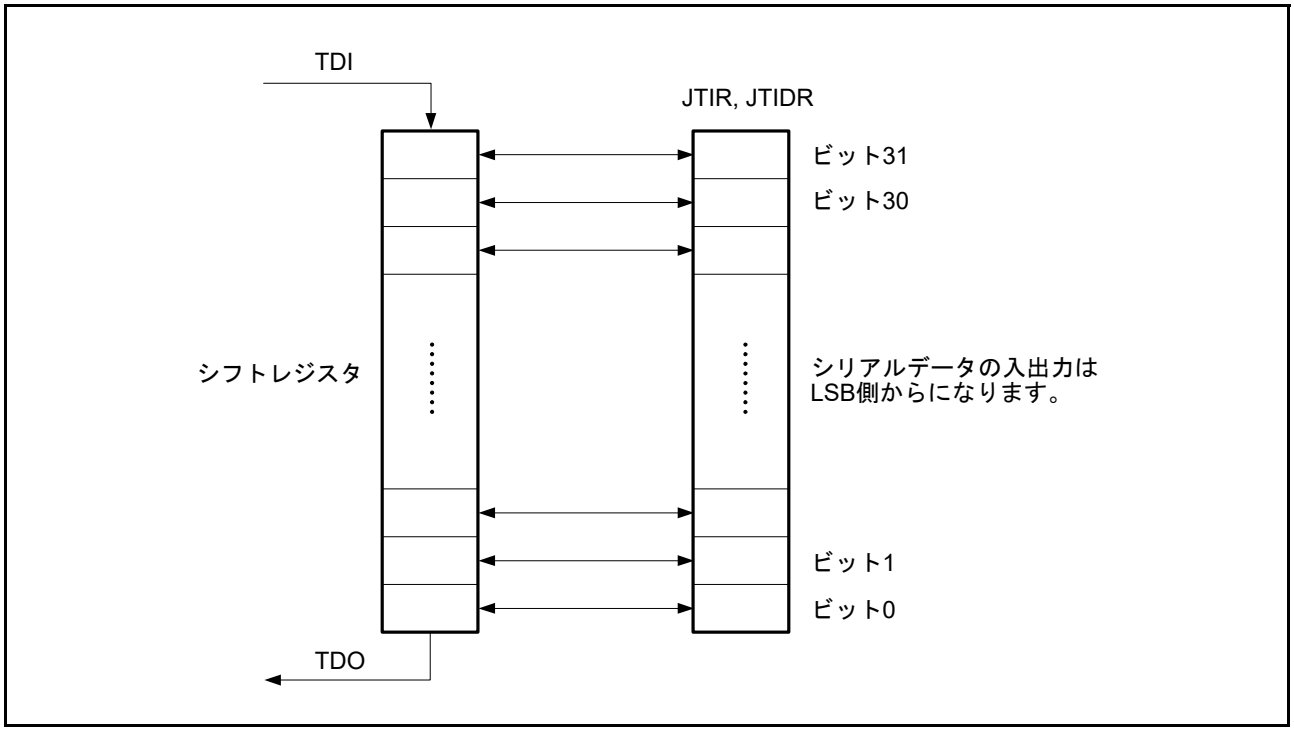

図 45.3 シリアルデータ入出力
- 図 45.3 で示すとおりシリアルデータは LSB 側から入出力する